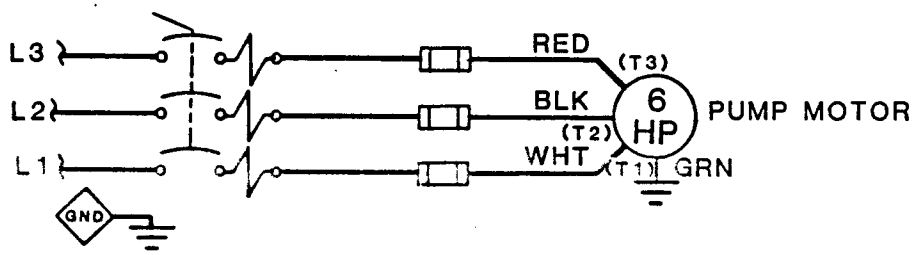

Figure 6. Elementary Wiring Diagram (Without Liquid Level Controls)
a. Measure the incoming voltage across lines (1 & 2, 2 & 3 and 1 & 3) while the pump is **operating at full capacity**. See Figure 6 on page B-14 or Figure 8 on page B-15.
Connect the pump power cable to the control box as shown in Figure 6 on page B-14 or Figure 8 on page B-15. Use conduit or cable clamps to secure the power and